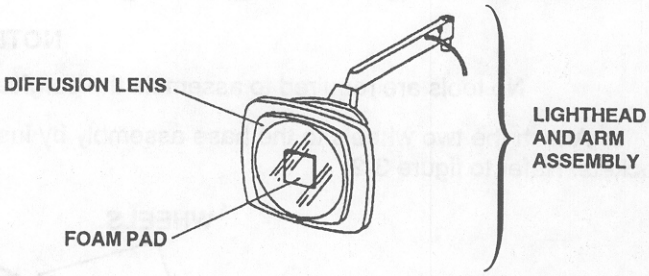

Figure 3-6. Protective foam pad removal.
e. Remove the protective foam pad from the lighthead and arm assembly (figure 3-6) by —
(1) removing the three thumbscrews holding the diffusion lens,
(2) lowering the diffusion lens and letting it hang suspended on its retaining strap,
(3) removing the protective foam pad, and
(4) reinstalling the diffusion lens using the three thumbscrews.